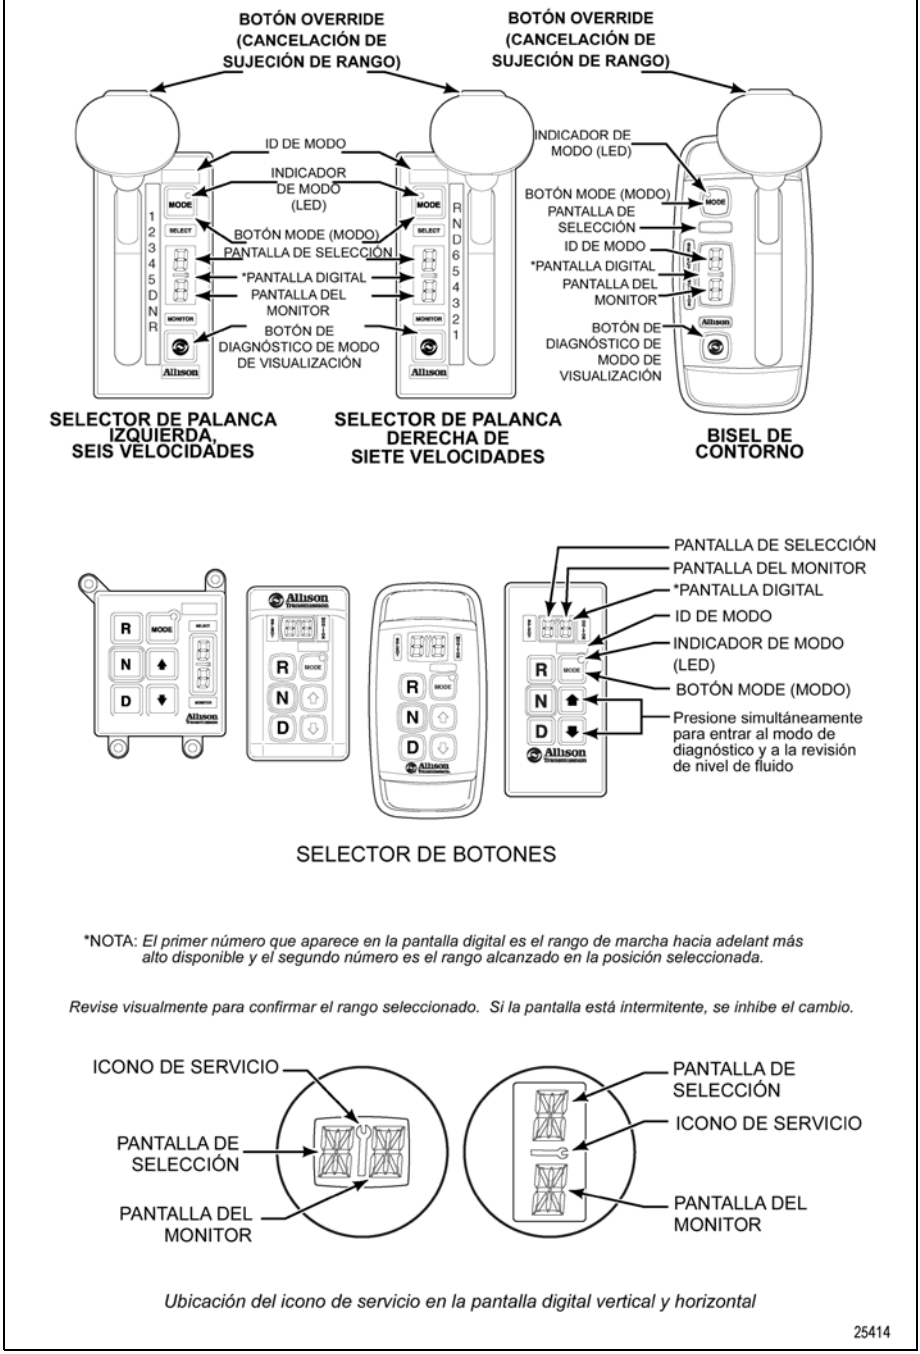

Figura 5–9. SELECTORES DE CAMBIO TÍPICOS DE LOS CONTROLES ALLISON DE 4TA GENERACIÓN
- **DISPLAY MODE/DIAGNOSTIC** en el selector de cambios de palanca. Consulte Figura 5–9.
- Las flechas de ↑ (cambio ascendente) y ↓ (cambio descendente) simultáneamente en el teclado del selector de botones. Consulte Figura 5–9.
Después de obtener el modo de lectura de nivel de fluido, la disposición de la pantalla del cambiador de transmisión indica el estado del nivel del fluido al operador al encenderse intermitentemente los dos caracteres de información de nivel de fluido a la vez a las pantallas digitales SELECT (Selección) y MONITOR (Supervisión). Consulte Figura 5–9.